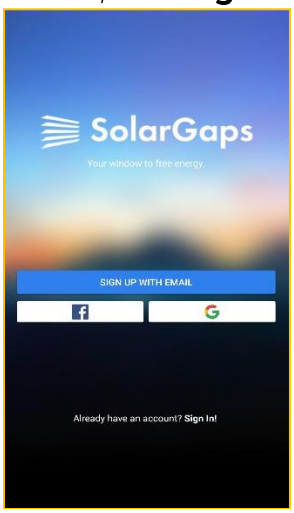

Figure 1
10.1.1. Open SolarGaps Application (*Fig. 1*).